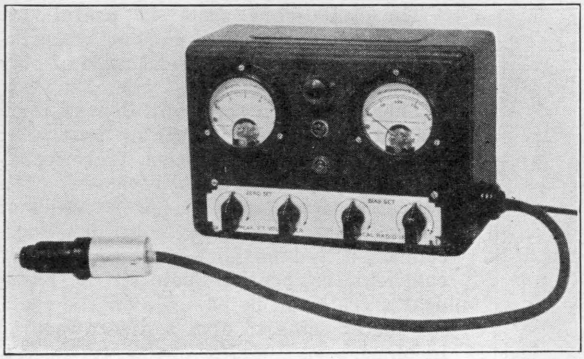

Figure 29. Front view of the peak v.t. voltmeter.
Peak value of radio- and audio-frequency voltages can be measured by means of a vacuum tube voltmeter. This device can be calibrated from a 60-cycle source, and the same calibration curve will be satisfactory for radio-frequency measurements except at very high frequencies. A vacuum tube voltmeter is also very useful for aligning the circuits of a radio receiver. The device has nearly infinite input resistance. It consists of a vacuum tube, operated with high grid bias. The tube acts as a rectifier or detector, and the change in plate current produced by the application of an external grid voltage is indicated by means of a microammeter. There are many types of vacuum tube voltmeters, one of which is shown in figures 29 to 32. The outstanding features of this device are: (1) a.c. operation, (2) good calibration stability, very nearly inde-